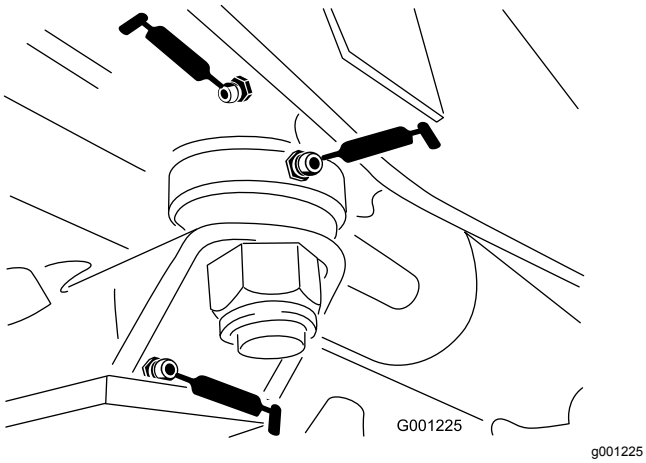

**Figur 39**
- Styrepladebøsninger (Figur 39)
- Akselstiftsbøsning (Figur 39)